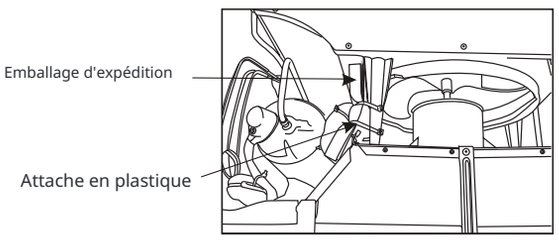

Fig.7
10. Votre unité peut être livrée avec un emballage interne.Cet emballage doit être retiré avant de réinstaller le climatiseurdans l'armoire (voir Fig.7).